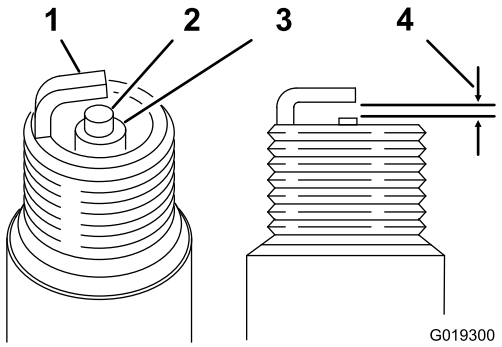

Figura 57
1. Mire la parte central de la bujía (Figura 57). Si se observa un color gris o marrón claro en el aislante, el motor está funcionando correctamente.
2. Con una galga para bujías, mida la distancia entre el electrodo lateral y el electrodo central (Figura 57).